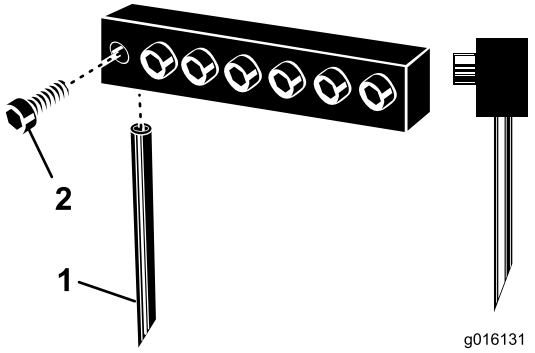

**Rysunek 27**
3. Poluzuj śruby mocujące i wyjmij zęby używane wcześniej (Rysunek 27).
**Informacja:** Drążone zęby wgłębne powinny być umieszczone z otworem wylotowym z tyłu, natomiast zęby pełne powinny być skierowane ścięciem końcówki zęba w stronę maszyny (Rysunek 27).